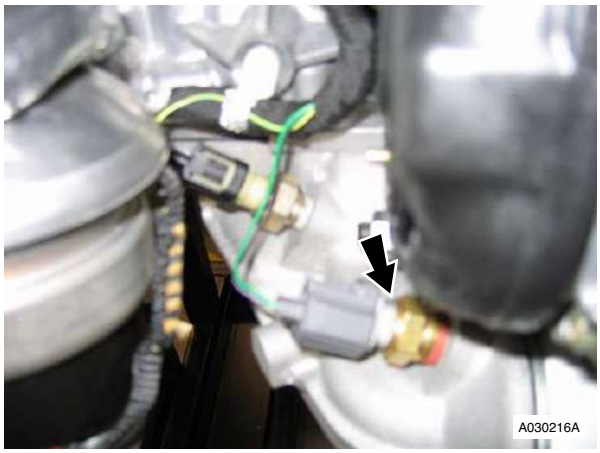

Figure 5
14. Disconnect multiplug from engine electric coolant temperature sensor (see Figure 5).
34. Note that piston grade number on crown and thick flange on connecting rod faces to front of engine on LH bank (B) (see Figure5).